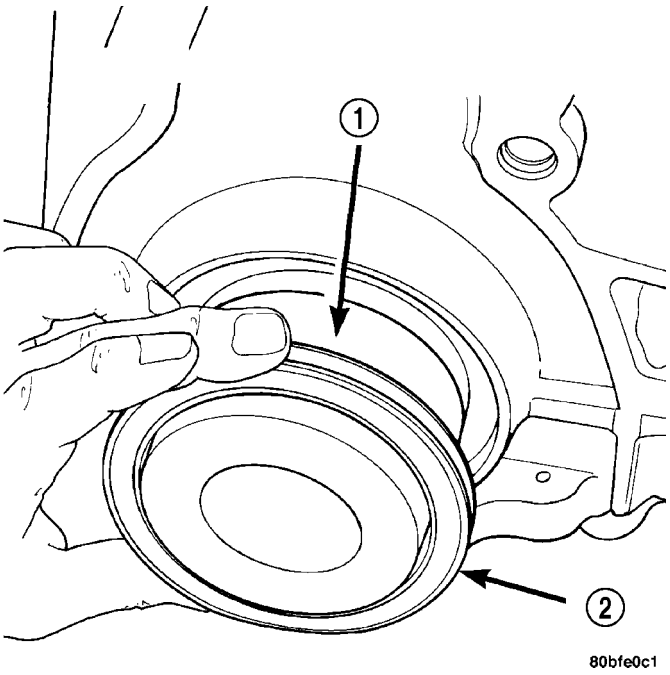

Fig. 57 Rear Crankshaft Seal and Special Tool 6926-1
(1) Place Special Tool 6926-1 Seal Guide on crankshaft (Fig. 57).
(2) Position seal over guide tool (Fig. 57). Guide tool should remain on crankshaft during installation of seal. Ensure that the lip of the seal is facing towards the crankcase during installation.